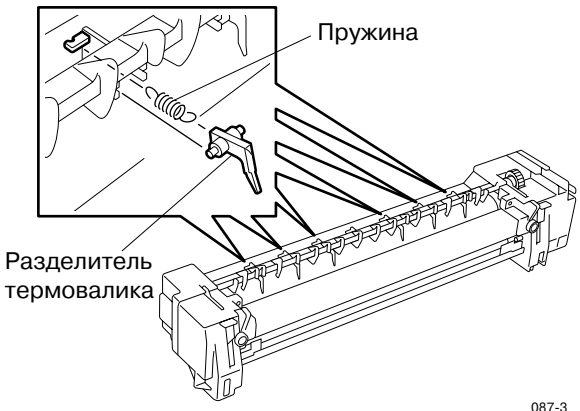

Рис. 14-7-5
6. Снимите разделитель термовалика. (См.Рис. 14-7-5)
5. Снимите разделитель термовалика. (См.Рис. 14-7-5)